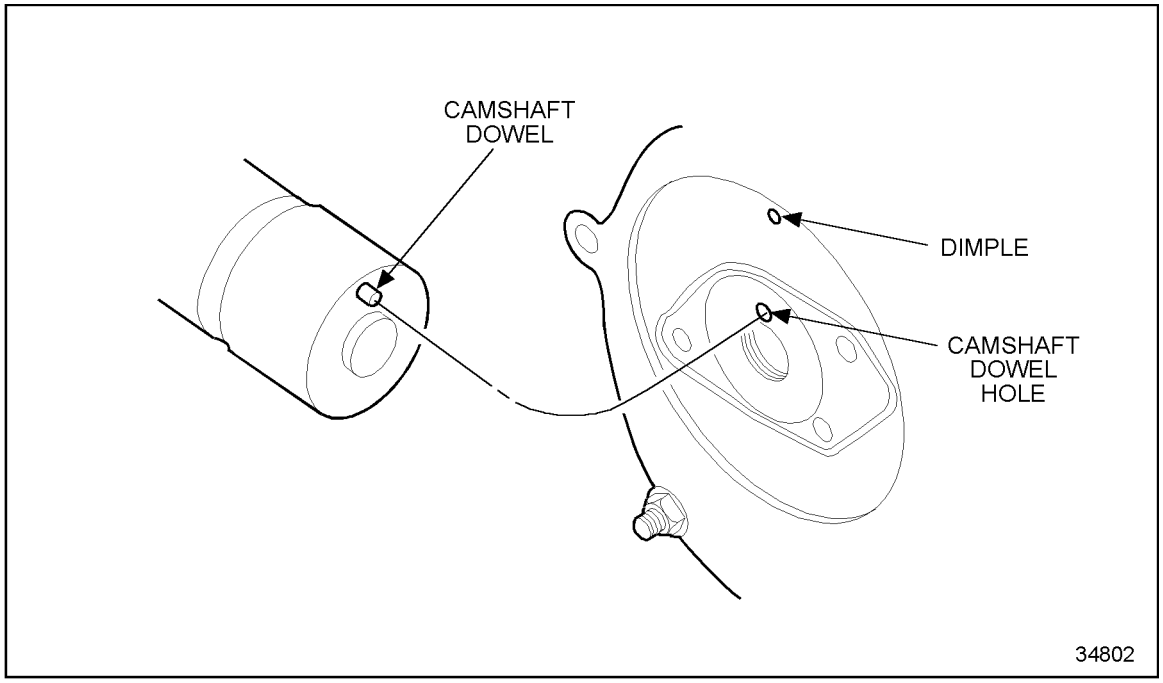

Figure 1-410 Camshaft Thrust Plate and Dowel Pin Location
The camshaft thrust plate is sealed to the gear case by an O-ring which fits into a groove machined in the outer diameter of the thrust plate, which is retained by three (current) or two (former) bolts. One of these bolts screws into the cylinder head, while the other bolt screws into the No. 1 camshaft bearing cap. A diamond shaped rubber seal that fits into a groove machined in the rear camshaft thrust plate face, seals the camshaft thrust plate to the cylinder head and No. 1 camshaft cap. The dimple in the thrust plate must be installed at the 12 o'clock position to allow alignment of the thrust plate bolt holes with those in the cylinder head and No. 1 camshaft cap. See Figure 1-410.
5. Install the hub and camshaft thrust plate to the opening in the gear case. The depression in the rear face of the camshaft thrust plate must be positioned at 12 o'clock, see Figure 1-410, to align the retaining bolts in the thrust plate with those in the head and No. 1 camshaft cap.